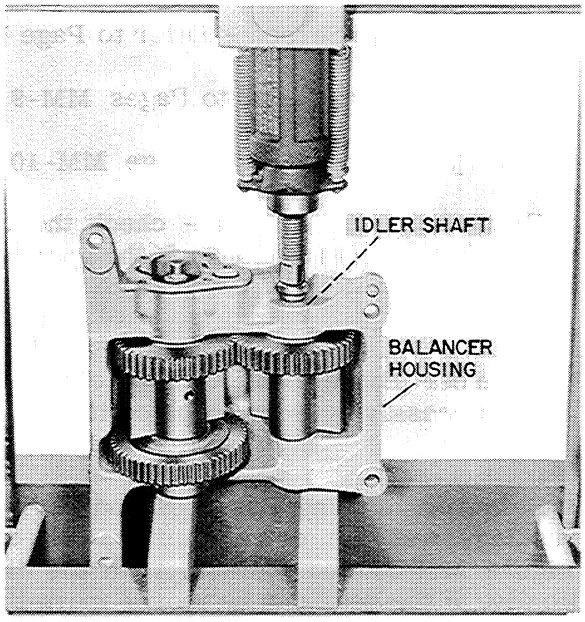

Figure MM-18
9. Press the idler shaft out of the housing from the oil pump side as indicated on the balancer housing, Figure MM-18.